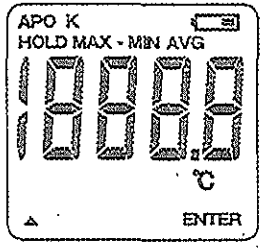
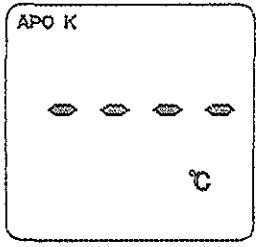
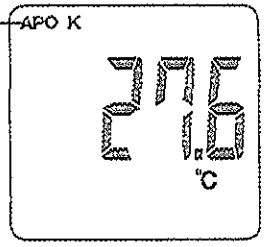

図2
図3
図4
(2)本体の電源を入れます。⏻ボタン⑤を押すと電源が入り図2、図3と表示が切り替わった後、図4のように表示部②に温度が表示されます。また、電源を切る時は、この⏻ボタン⑤を2秒以上長押しします。
※オートパワーオフ機能を"ON"に設定した場合測定モード中に図4の⑥のように"APO"とオートパワーオフ表示がされます。"OFF"に設定した場合にはこの表示はされません。